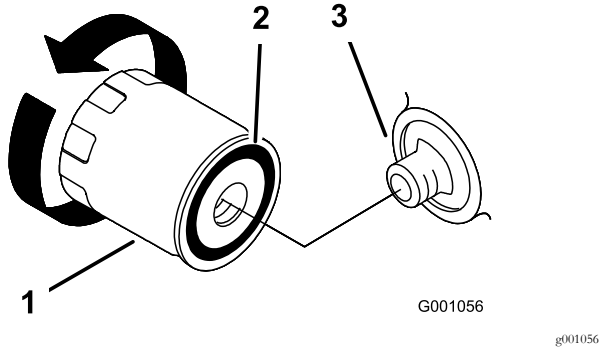

**Figur 48**
6. Fjern det brukte filteret (Figur 47 og Figur 48), og tørk av filteradapterens pakningsflate.